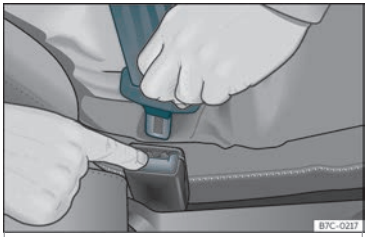

Abb. 10 Schlosszunge vom Gurtschloss lösen.
- Rote Taste im Gurtschloss drücken ››› **Abb. 10**. Die Schlosszunge springt heraus.